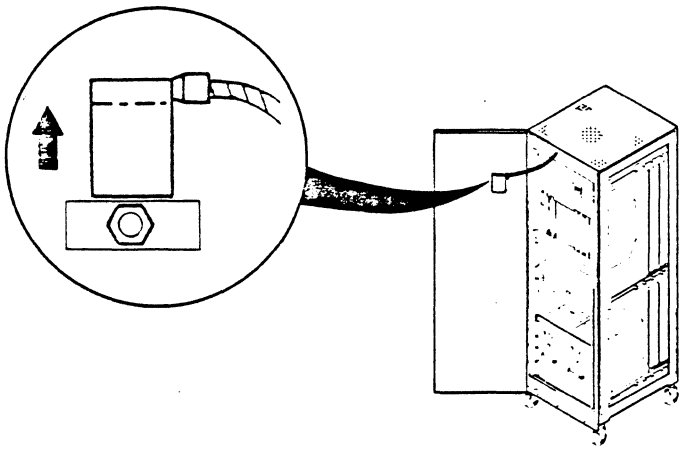

Figure 7-10. Ground Strap Location (Front)
a. Open the card cage door and remove the ground strap (Figure 7-10).